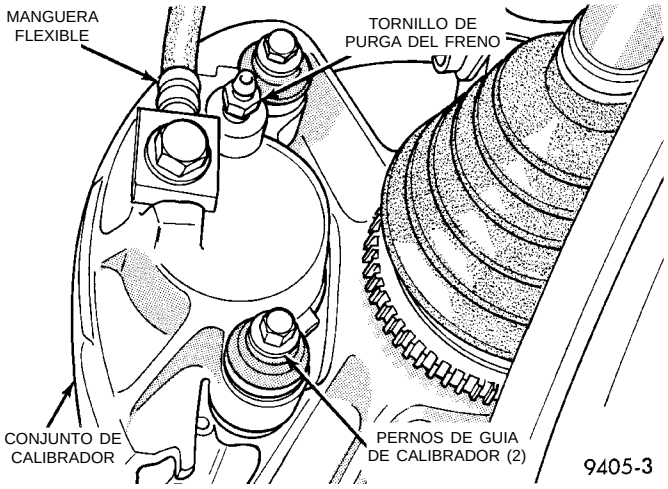

Fig. 35 Abra el tornillo de purga por lo menos una vuelta completa
(2) Abra el tornillo de purga por lo menos **una vuelta completa** o más, para obtener una corriente constante de líquido de frenos (Fig. 35).
(3) Después de purgar a través de la manguera de 120 a 240 ml (4 a 8 onzas líquidas) y mantener un flujo sin aire en la manguera plástica y el recipiente transparentes, cierre el tornillo de purga.
(4) Repita el procedimiento en todos los demás tornillos de purga. Verifique luego el recorrido del pedal. Si este recorrido es excesivo o no mejoró, significa que no ha pasado suficiente líquido a través del sistema como para expulsar todo el aire atrapado. Asegúrese de comprobar el nivel de líquido en el equipo de purga de presión. Debe mantenerse al nivel adecuado para impedir que el aire vuelva a entrar al sistema de frenos a través del depósito del cilindro maestro.